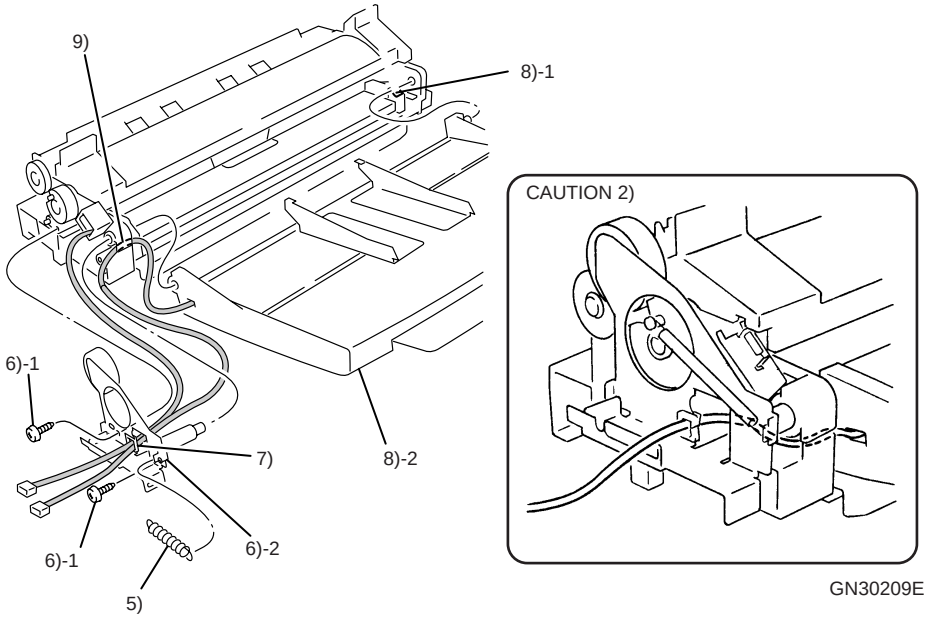

Figure 4-18. Removing the MSI TRAY
2. Route the Harness of the MSI TRAY as shown in Figure 4-18.